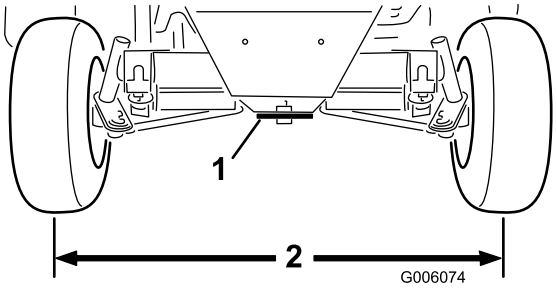

Figur 57
2. Lossa kontramuttern på bägge dragstängerna. Justera bägge dragstängerna tills avståndet från mitt till mitt framtill och baktill på bakhjulen är detsamma (Figur 57).